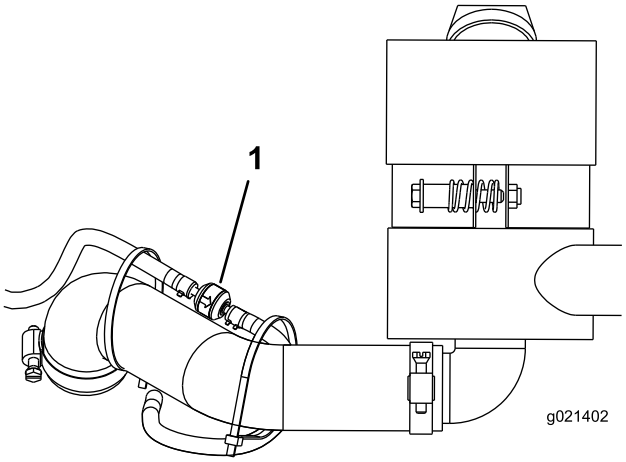

Figur 45
1. Lossa på slangklämmorna som håller fast luftfiltret i kolkanistern vid slangarna (Figur 45). Kolkanisterns slangar och luftfilter hålls fast vid luftrenarslangen med kabelband.
3. Ta bort kolkanisterns luftfilter och släng det (Figur 45). Observera den riktning som pilen på filtret påvisar.